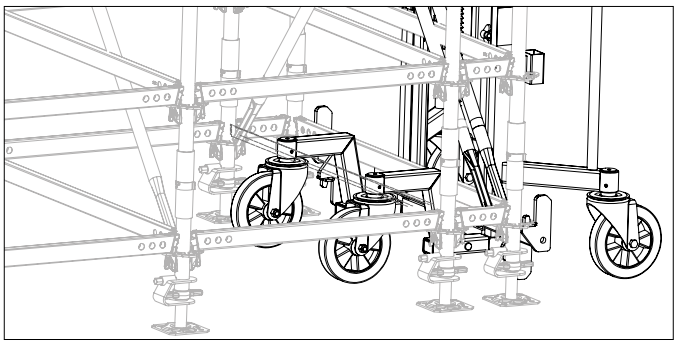

Fig. C1.03a
- Check the clearance to the ledger brace (**5**)! (Fig. C1.03a)